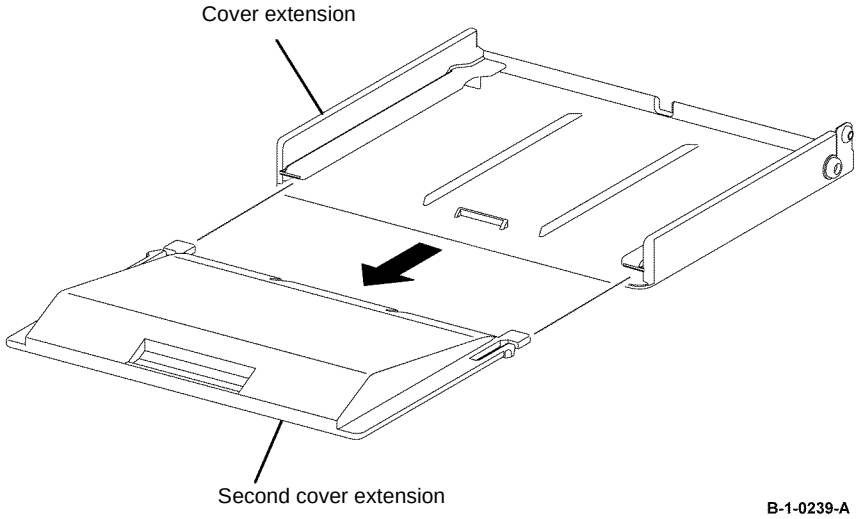

Figure 2 Second cover extension removal
2. Remove the second cover extension from the from the cover extension by flexing the second cover extension to release one of the bosses from the hole, Figure 2.